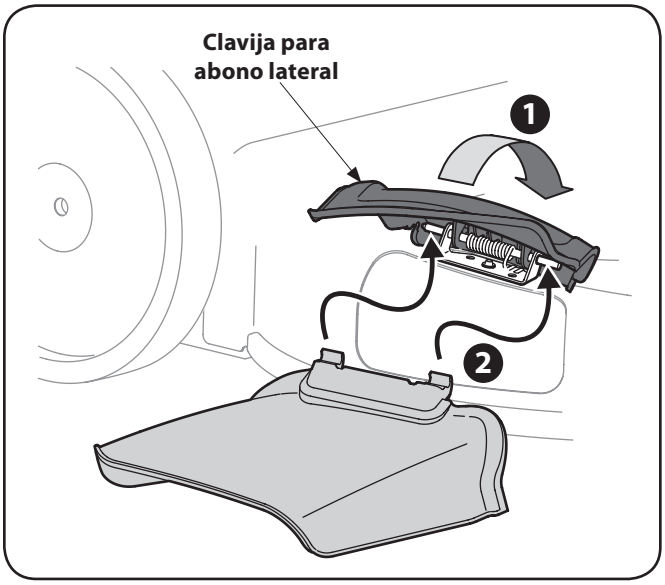

Figura 3-9
1. En el costado de la podadora, levante el adaptador para abono. Vea Figura 3-9.